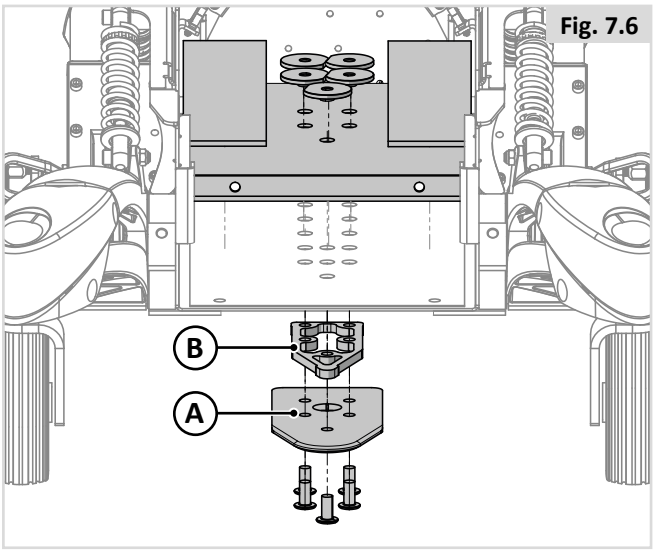
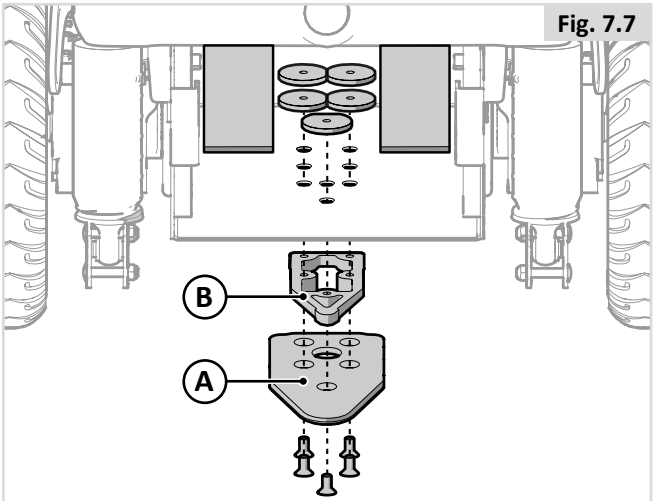

Fig. 7.6
Fig. 7.7
1. Bringen Sie das 8 mm Distanzstück (B) an der Sicherungsplatte (A) an (Fig. 7.6 für Mittelrad-, Heck- und Frontantrieb, Fig. 7.7 für Hybrid-Fahrgestell).